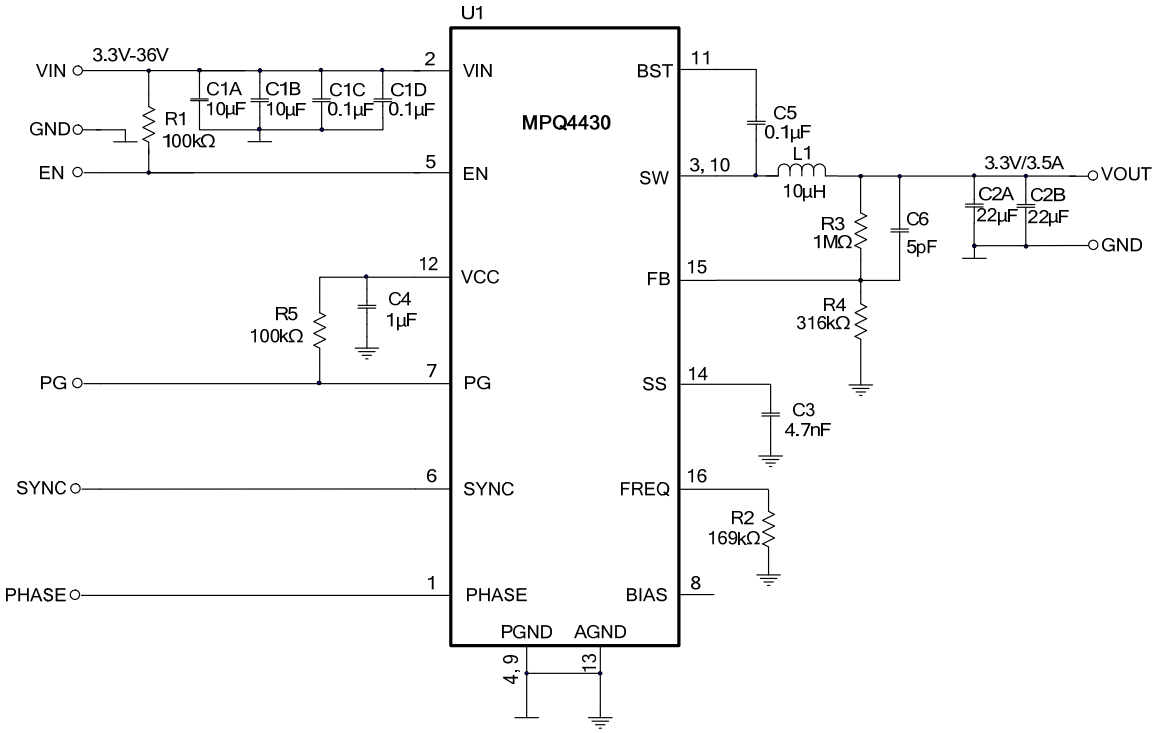

Figure 9: V_{OUT} = 3.3V, f_{SW} = 500kHz
8) The recommended PCB layout is based on Figure 9.